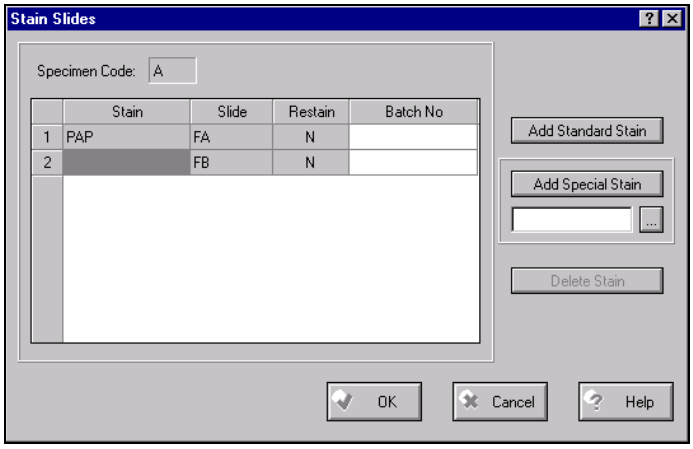

Figure 1-16. Stain Slides window.
The Stains buttons allow you to add or delete standard and special stains. These buttons become active when any value greater than zero (0) is entered in the Membrane Filters, Cytocentrifuges, Smears, Monolayers or Touch Prep fields. Clicking these buttons displays the Stain Slides window similar to Figure 1-16. This window lists all stain slides for the current specimen. When values in any of the above mentioned fields are modified, the grid in the Stain Slides window is updated.